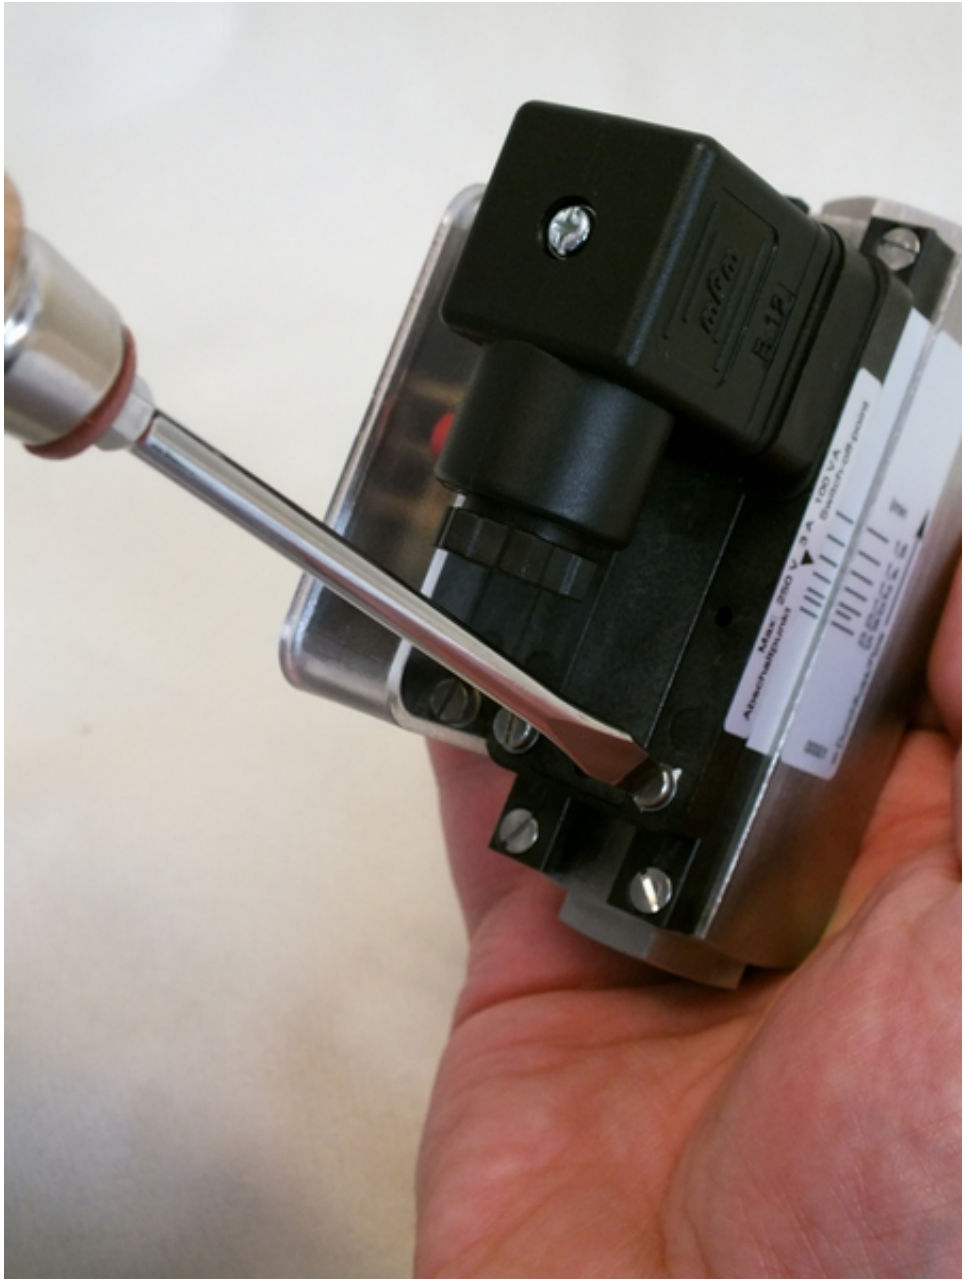

Fig. 73: Loosen set screws
3. Using a flat-bladed screwdriver, (*Fig. 73*) loosen the set screws of the switch contact until it moves freely
11. Tighten the set screw (*Fig. 73*) observing the proper torque (➡ *Chapter 11.1 "Tightening torque" on page 96*)